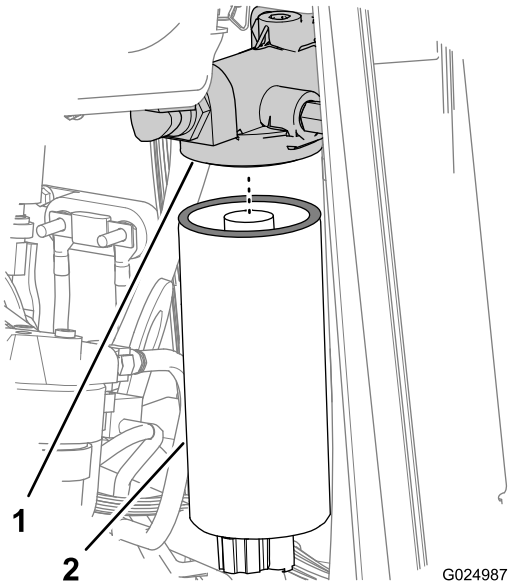
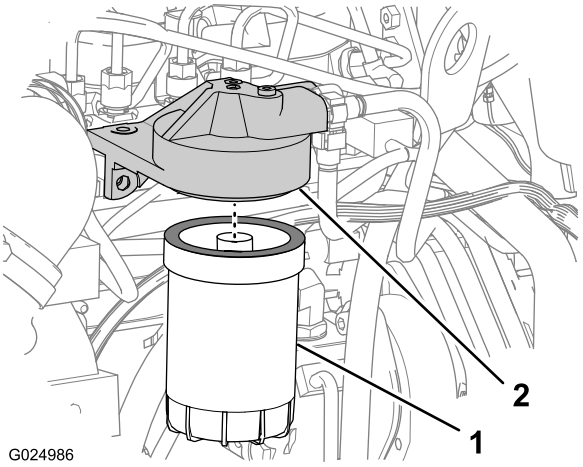

Bild 73
Bild 74
7. Lösen und entfernen Sie den Hauptkraftstofffilter (Bild 73).
9. Lösen und entfernen Sie den sekundären Kraftstofffilter (Bild 74).
1. Wischen Sie die Abdichtungsoberflächen der Filteradapter für den Hauptkraftstoff- und sekundären Kraftstofffilter ab (Bild 73 und Bild 74).
3. Setzen Sie den Hauptkraftstofffilter auf den Filteradapter und ziehen Sie den Filter an, bis die Dichtung die Filterkopfoberfläche berührt (Bild 73).
6. Setzen Sie den sekundären Kraftstofffilter auf den Filteradapter und ziehen Sie den Filter an, bis die Dichtung die Filterkopfoberfläche berührt (Bild 74).